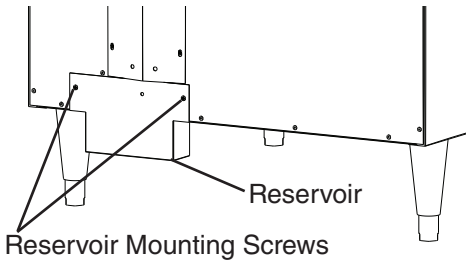

Fig. 8
8) Using 2 screws provided in the accessory bag, attach the reservoir to the rear of the unit. See Fig. 8.